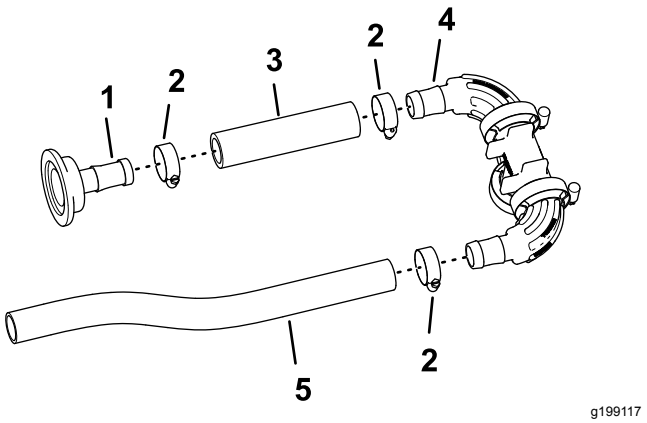

Rysunek 88
1. Zamocuj wąż (1 x 5 3/4 cala) do złącza prostego węża z występem (1 x 2 cale) używając zacisku węża (3/4 do 1 1/2 cala), zacisk dokręć palcami (Rysunek 88).
2. Zamocuj drugi koniec węża (1 x 5 3/4 cala) do złącza z występem na rozdzielaczu, używając zacisku węża w sposób pokazany na Rysunek 88, zacisk węża dokręć palcami.
3. Zamocuj wąż (1 x 16 cali) do drugiego złącza z występem na rozdzielaczu, używając zacisku węża, zacisk węża dokręć palcami (Rysunek 88).